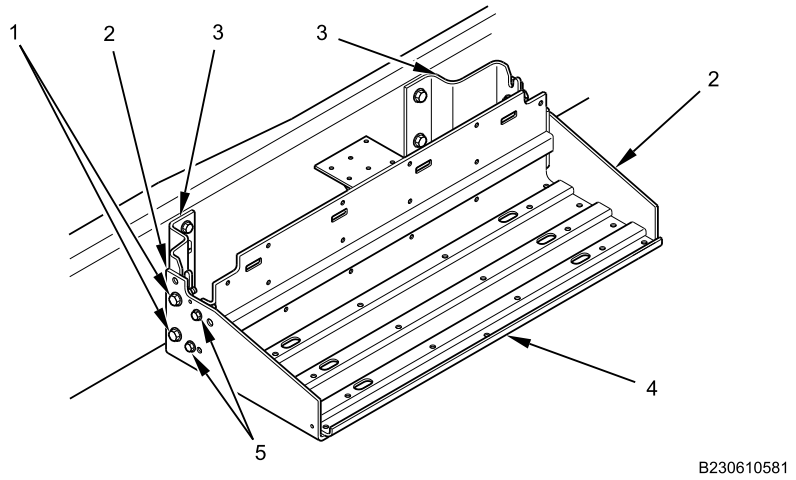

Figure 2. Battery Tray Removal.
4. Remove four horizontal battery tray nuts and bolts (Figure 2, Item 5) from left and right battery box support brackets (Figure 2, Item 2).
5. Remove battery tray (Figure 2, Item 4).
6. Remove four horizontal left and right battery box support brackets bolts (Figure 2, Item 1) from battery support bracket (Figure 2, Item 2) rear battery box support brackets (Figure 2, Item 3). Remove left and right battery box support brackets.